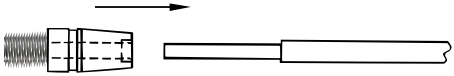

Fig. 2A. Reparación del casquillo terminal
4. Aplique una gota de adhesivo en el extremo del núcleo de fibra de vidrio (en caso de un empalme, realice un extremo a la vez como se muestra en la Fig. 2A) y distribúyala sobre el núcleo con un palillo o un clavo.
5. Gire el casquillo mientras inserta la varilla (Fig. 2A y 2B). Limpie el exceso de pegamento.